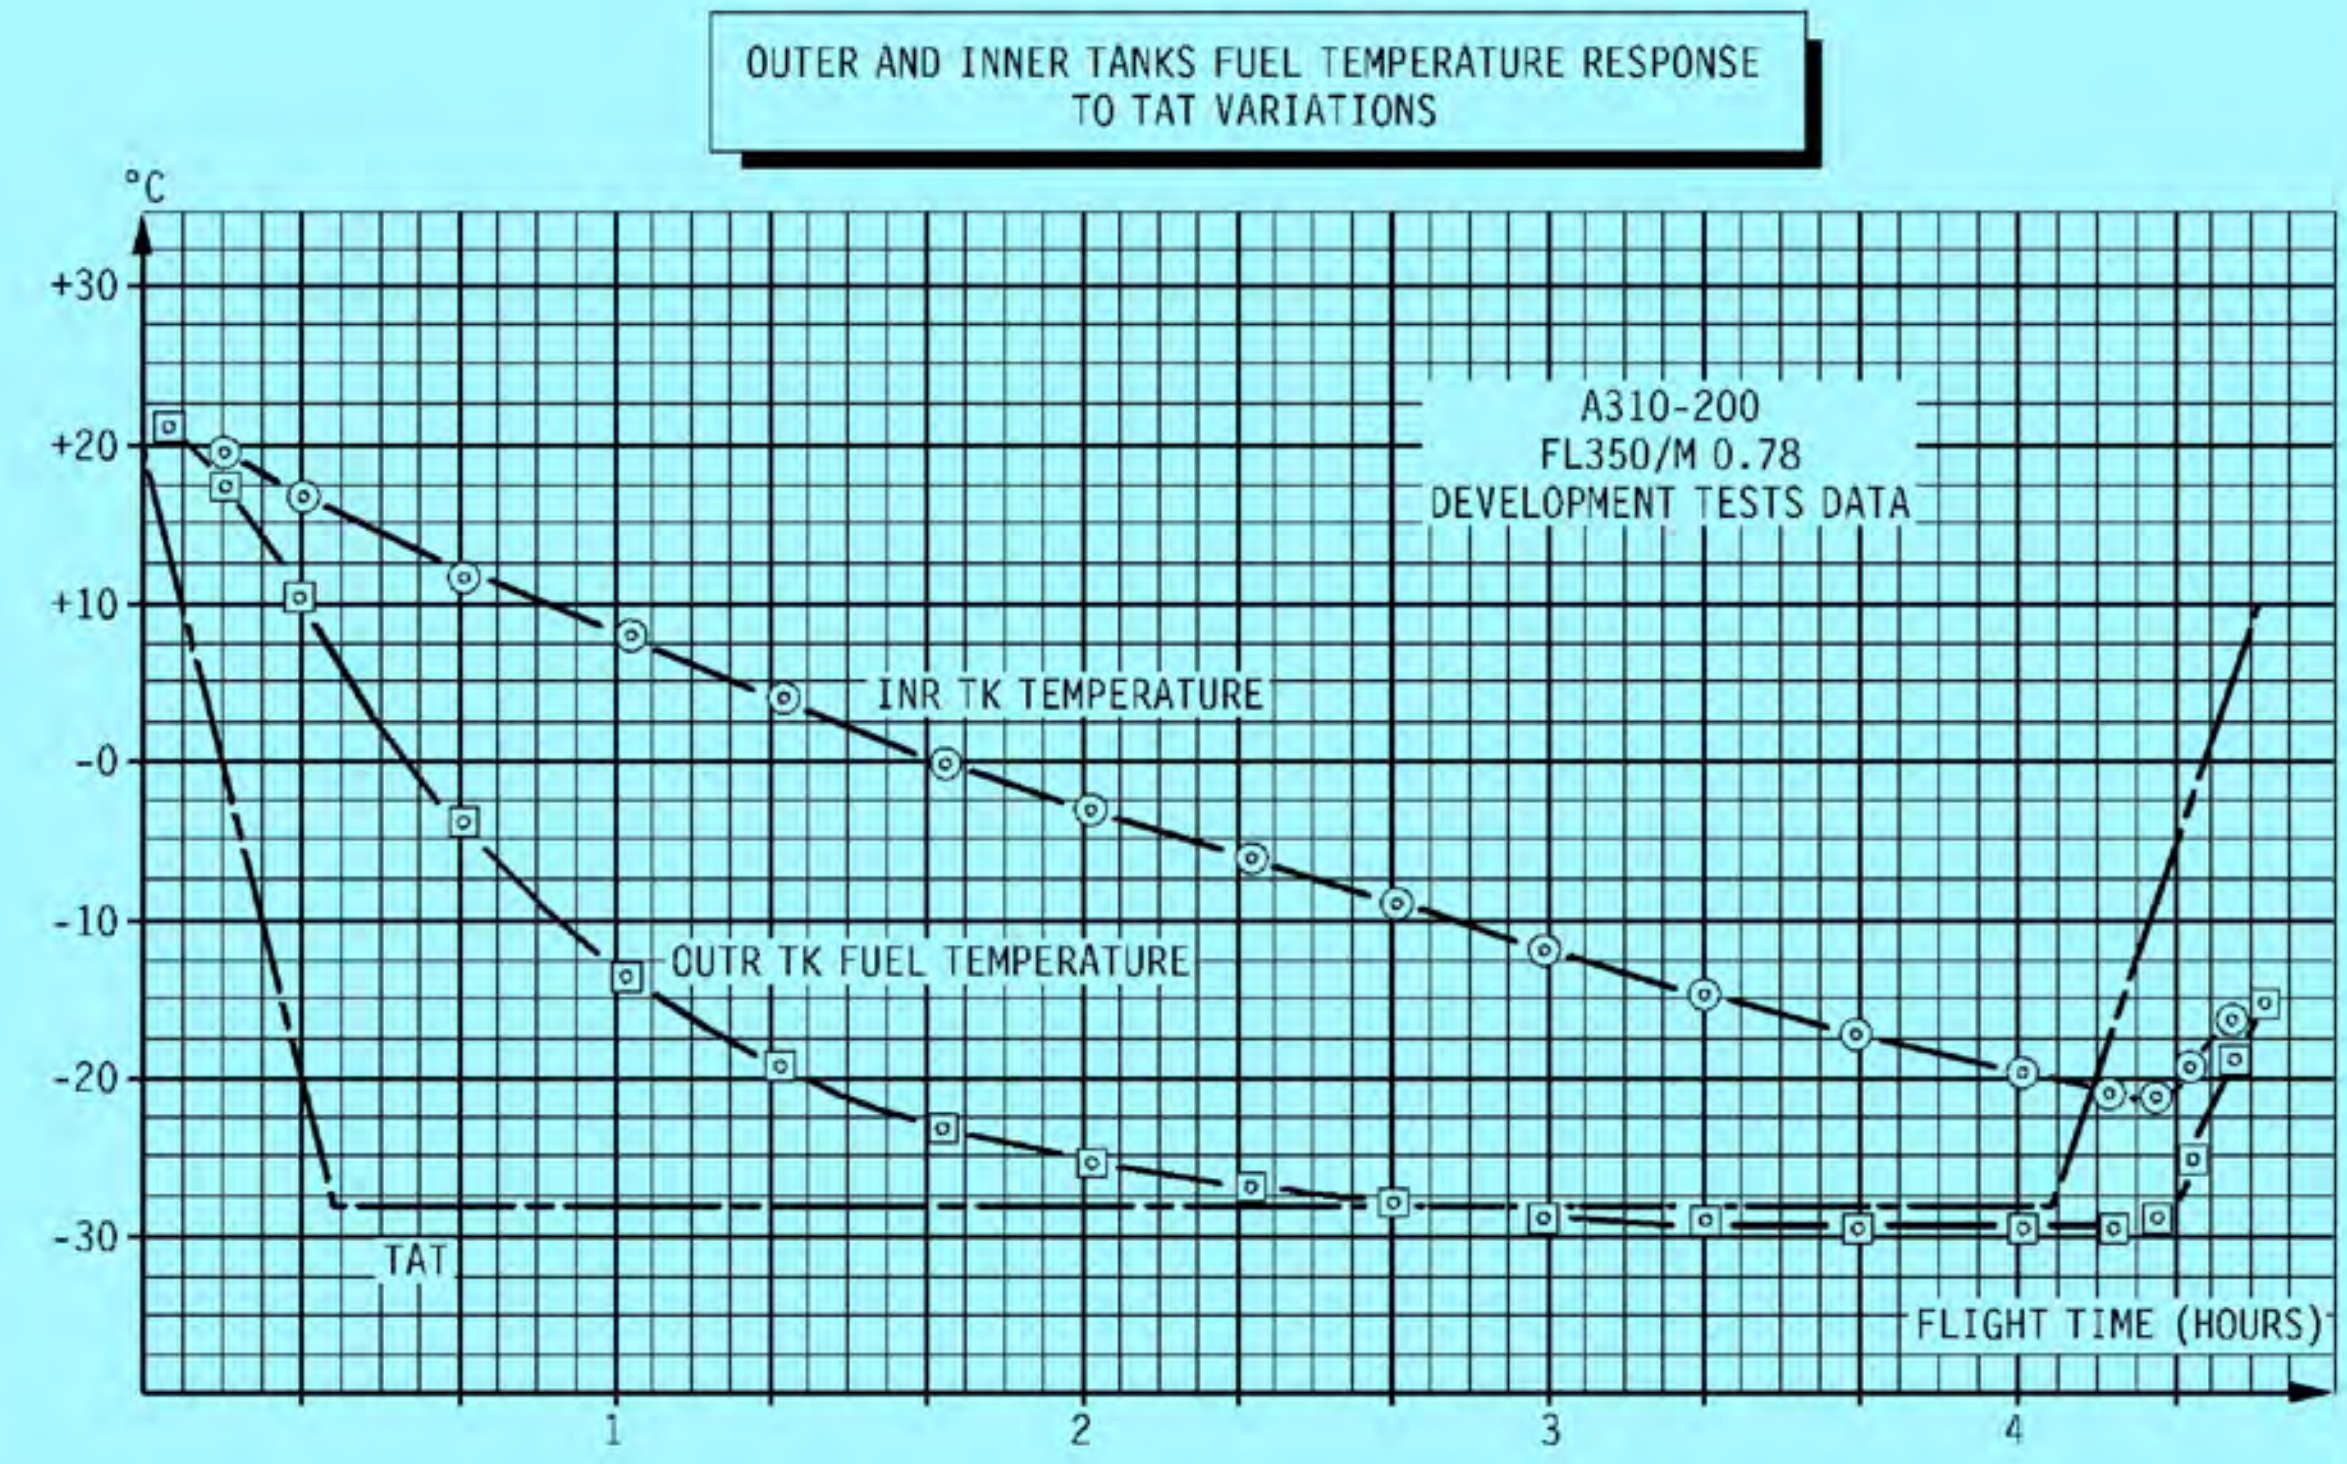

Figure 1
* the initial tank fuel temperature (**Figures 1 and 2**).
- The **time to fuel thermal stabilization** is essentially **independent from the above factors.** Whatever the initial tank fuel temperature and the magnitude of the TAT change, the tank fuel temperature will decrease (respectively increase) **with a rate function of these factors** (Figure 4) to reach a complete thermal stabilization after typically **2 to 3 hours (Figures 1, 2, 3 and 7, 8, 9).**
- The fuel temperature in the **CTR tank** (absence of direct contact with ouside static or total temperature), **INR tank** (high thermal inertia) and **TRIM tank** (mixing of CTR and INR tanks fuel during aft transfers) is **typically 3 to 8° C above that of the OUTR tank (Figures 1 thru 3).** Engine fuel feeding from the OUTR tanks is therefore the limiting criteria.
- The **tank fuel temperature response** to any significant change in the TAT, typically features a **10-minute time-lag (Figures 1, 2, 3 and 7, 8).**